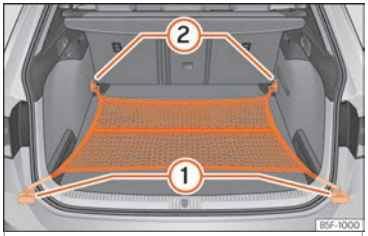

Fig. 189 In the boot: net bag hooked up at floor level (LEON ST model).
- As applicable, lift the front fastening rings ››› Fig. 189 ②.
- Secure the net hooks to the fastening rings ② ››› ⚠. The bag zip should be facing upwards.
- Secure the net hooks to the fastening rings ①.